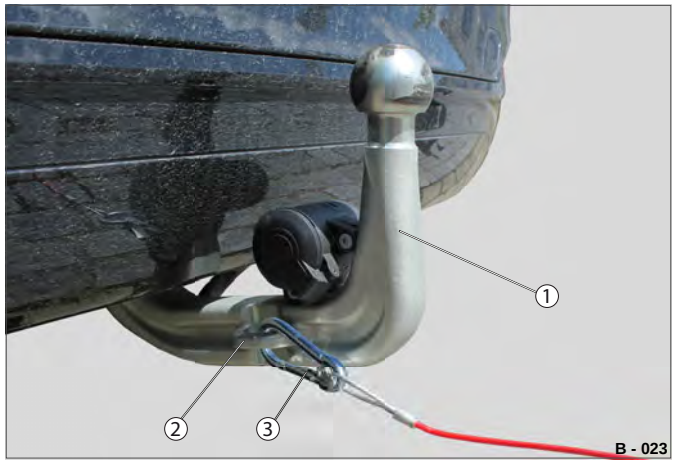

Fig. 22 Eksempel: Sikkerhedswire fastgjort med karabinhage
▶ Hægt karabinhagen (Fig. 22 /3) fast i øjet (Fig. 22 /2).